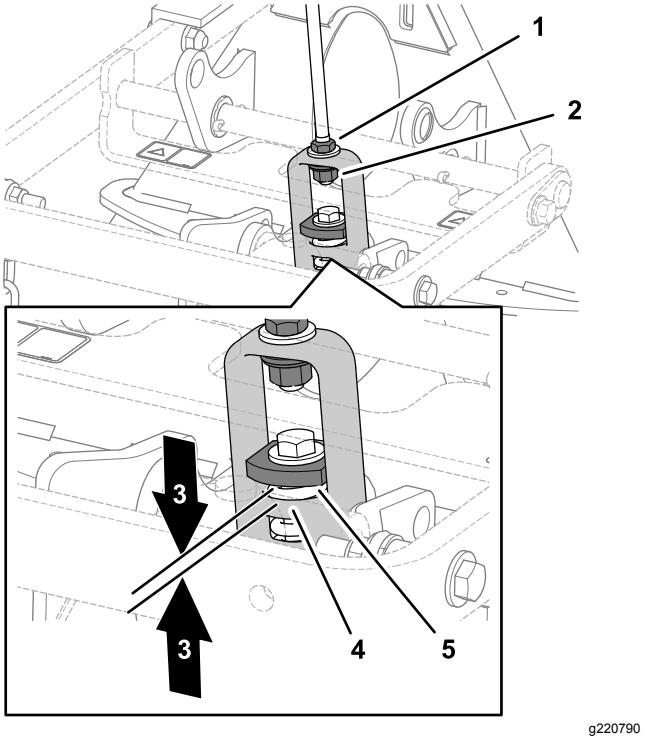

Figura 11
9. Una volta montato e fissato il rastrello sul trattore, misurate la luce tra la rondella superiore e il distanziale nell'attacco, sull'adattatore per accessori, come illustrato nella Figura 11.